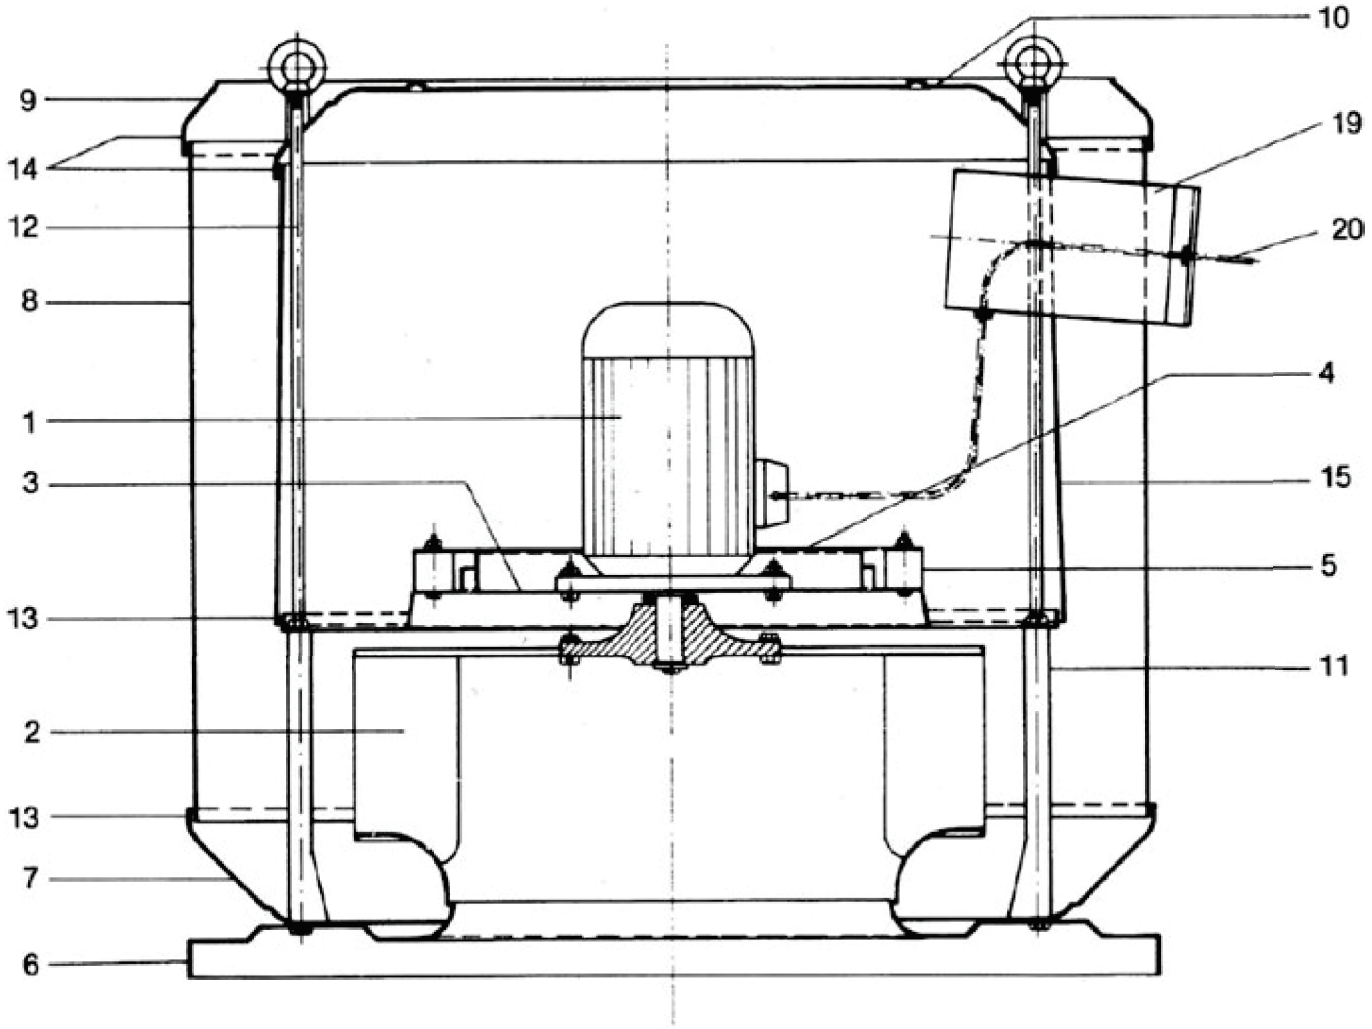

Abb. 41: DRVF / DRVF-H
2. Elektrische Anschlussleitung (Abb. 41/20) von Klemmenkasten (evtl. Rev.-Schalter, beide nicht abgebildet) trennen.
3. Abschlussring (Abb. 41/9) entfernen.
4. Zwischenring außen (Abb. 41/8) entfernen.
6. Regenhaube (Abb. 41/10) entfernen (Abdichtung vorher aufschneiden).
7. Kühlluftstutzen (Abb. 41/19) entfernen.
8. Zwischenring innen (Abb. 41/15) entfernen.
10. Elektrische Anschlussleitung (Abb. 41/20) am Motorklemmenkasten abklemmen.
11. Befestigungsplatte (Abb. 41/3) mit Motor (Abb. 41/1) und Laufrad (2) abheben.
12. Wellensicherung entfernen und Laufrad (Abb. 41/2) abziehen.
13. Befestigungsplatte (Abb. 41/3) abnehmen.
14. Welle an neuem Motor (Abb. 41/1) reinigen.
15. Befestigungsplatte (Abb. 41/3) wieder befestigen.
16. Laufrad Abb. 41/(2) aufsetzen und mit Wellensicherung wieder sichern.
20. Anschlussleitung (Abb. 41/20) am Motorklemmenkasten anklemmen.
21. Zwischenring, innen (Abb. 41/15) montieren.
22. Kühlluftstutzen (Abb. 41/19) montieren und Anschlussleitung (Abb. 41/20) nach außen führen.
23. Regenhaube (Abb. 41/10) aufsetzen und abdichten.
25. Kühlluftstutzen (Abb. 41/19) an Zwischenring innen (Abb. 41/15) abdichten.
26. Zwischenring, außen (Abb. 41/8) montieren.
27. Abschlussring (Abb. 41/9) montieren.
29. Kühlluftstutzen (Abb. 41/19) an Zwischenring außen (Abb. 41/8) abdichten.